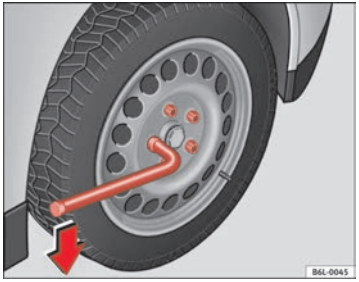

Fig. 125 Changing the wheel: loosen the wheel bolts
– Grasp the box spanner by the end turn it about one full turn to the **left** ⇒ fig. 125.